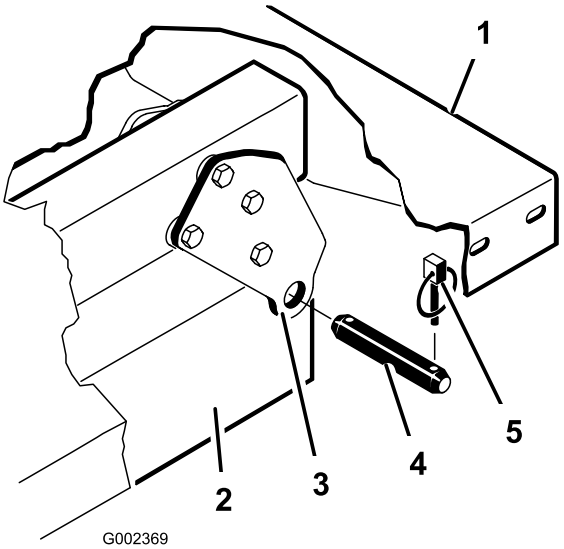

Figuur 12
Opmerking: Zorg ervoor dat de achterste platen zijn bevestigd aan het frame van de laadbak/balk zodat het achterste uiteinde naar achteren draait (Figuur 12).
2. Plaats de laadbak voorzichtig op het frame van het voertuig en houd daarbij de gaten van de achterste draaiplaat van de laadbak tegenover de gaten in de achterste framebalk en monteer (2) gaffelpennen en lynchpennen (Figuur 12).
3. Laat laadbak zakken en zet beide uiteinden van de cilinderstang vast in de juiste sleuven in de bevestigingsplaten van de laadbak met een gaffelpen en een lynchpen. Monteer de gaffelpen vanaf de buitenkant van de laadbak met de lynchpen naar buiten (Figuur 12). De achterste sleuven zijn bestemd voor de montage van de complete laadbak en de voorste sleuven voor de montage van 2/3 laadbak.